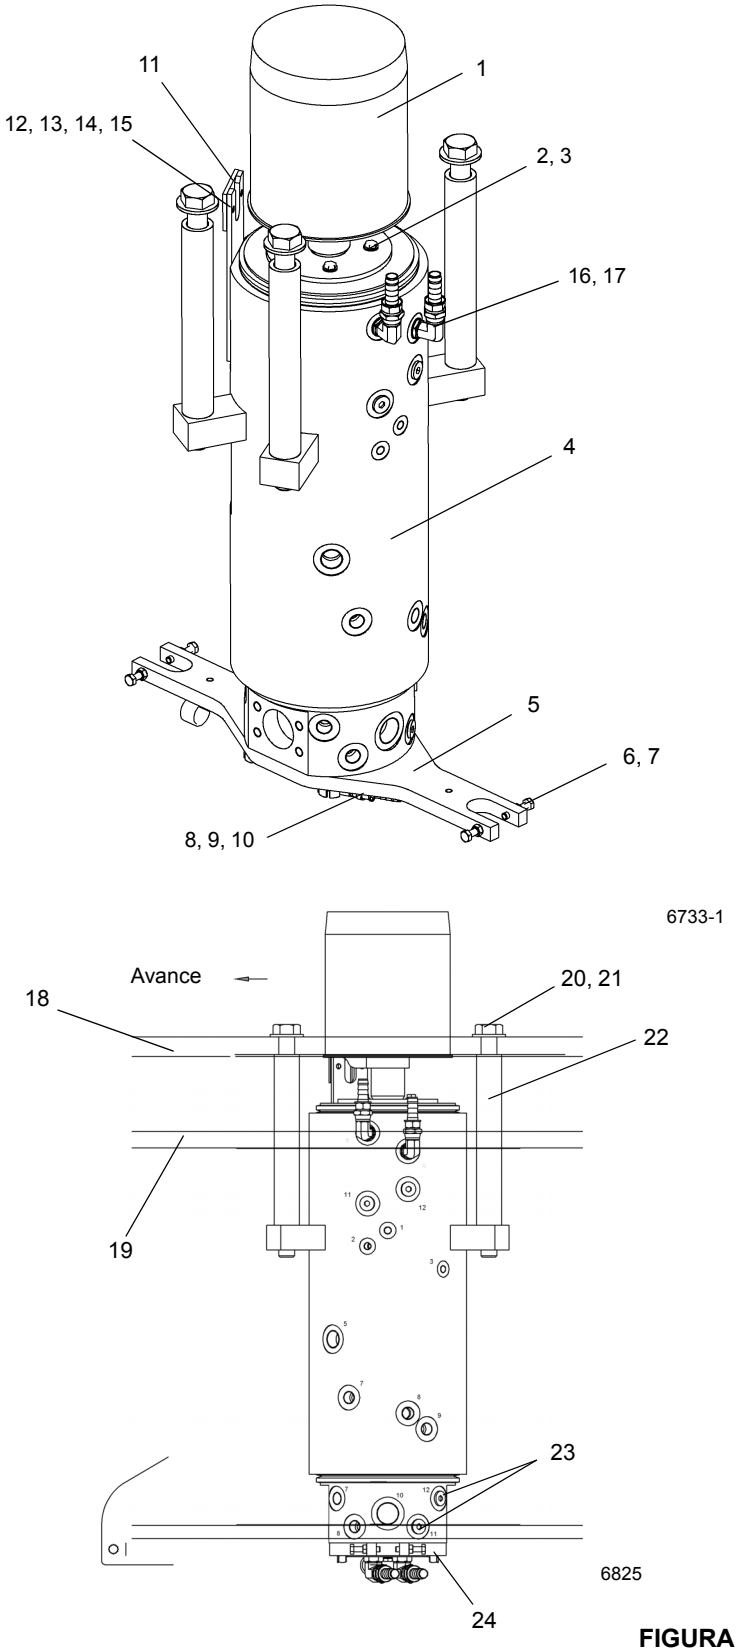

FIGURA 6-5
- Usando suplementos, fije el juego entre dientes desplazando los conjuntos de mecanismos de giro hacia el cojinete para engranar los dientes del piñón con los de la corona dentada (vea la Figura 6-5).
El conjunto del adaptador giratorio (Figura 6-5) consta de un adaptador giratorio hidráulico de 10 lumbreras, un adaptador giratorio de agua de 2 lumbreras, un adaptador giratorio de refrigerante de 2 lumbreras y un adaptador giratorio eléctrico con anillos colectores de 20 conductores. No es posible usar conexiones rígidas para transportar aceite, agua caliente ni electricidad entre el vehículo y la superestructura debido a que ésta puede girar 360 grados continuamente. El uso de adaptadores giratorios cumple esta función de modo eficiente.